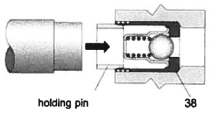

Fig. 1
The new valve (38) must be inserted into the bore so that it is level. The holding pin must then be pressed in to be level with the help of a tool (hammer or insert tool-see fig. 1). When reassembling tighten hexagon socket screw (42) to 88-106 in-lbs. (10-12 Nm).